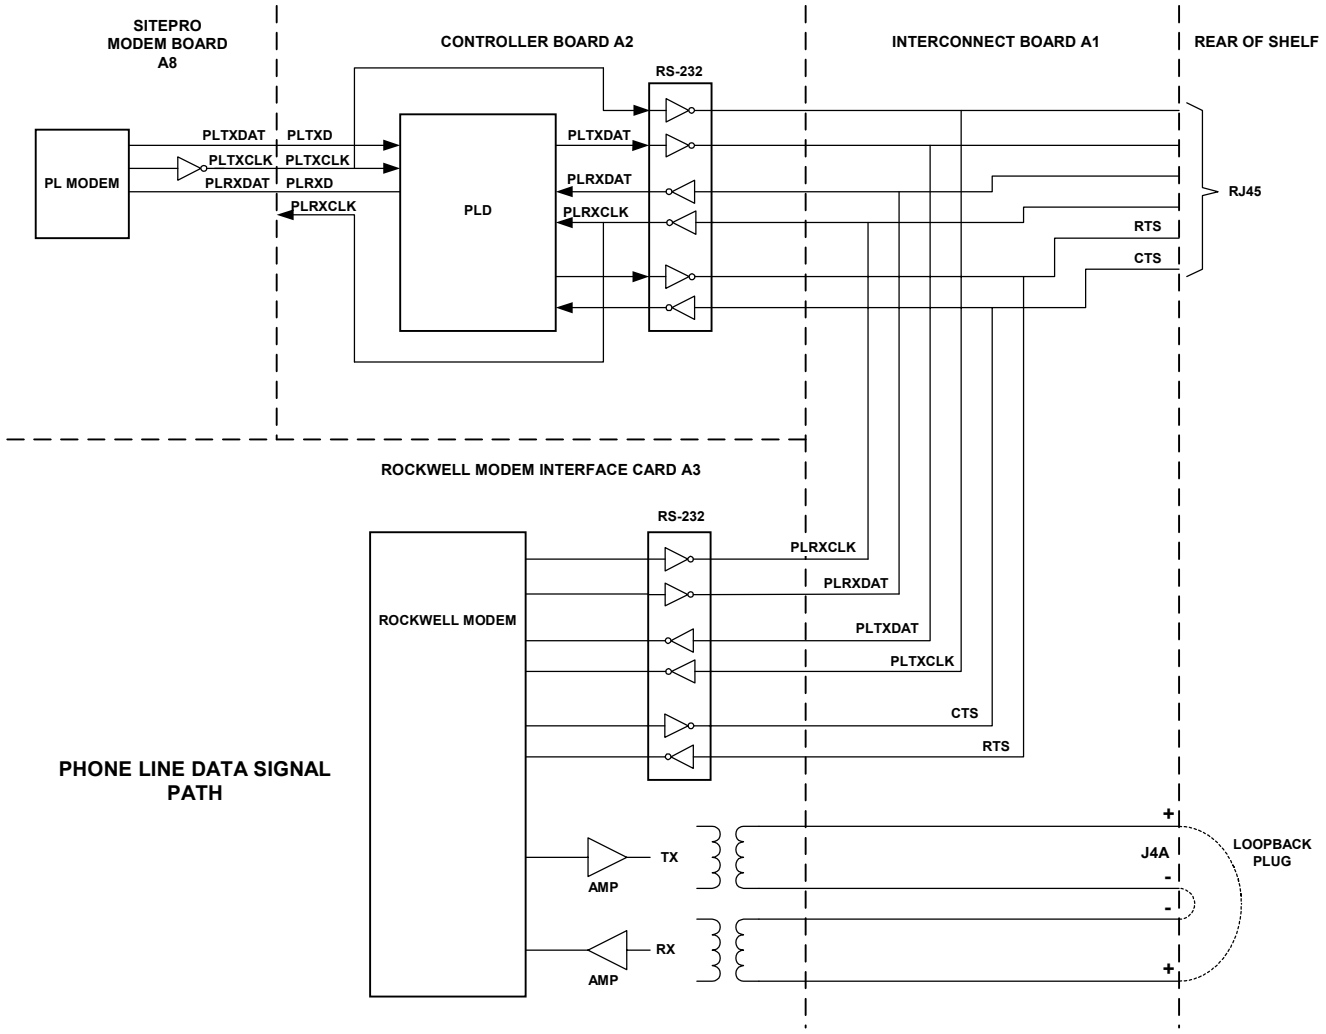

**Figure 15 - Phone Line Data Signal Path**
1. Connect a loopback plug into J4A (RM0) on the rear of the shelf (Refer to Figure 15 - Phone Line Data Signal Path).